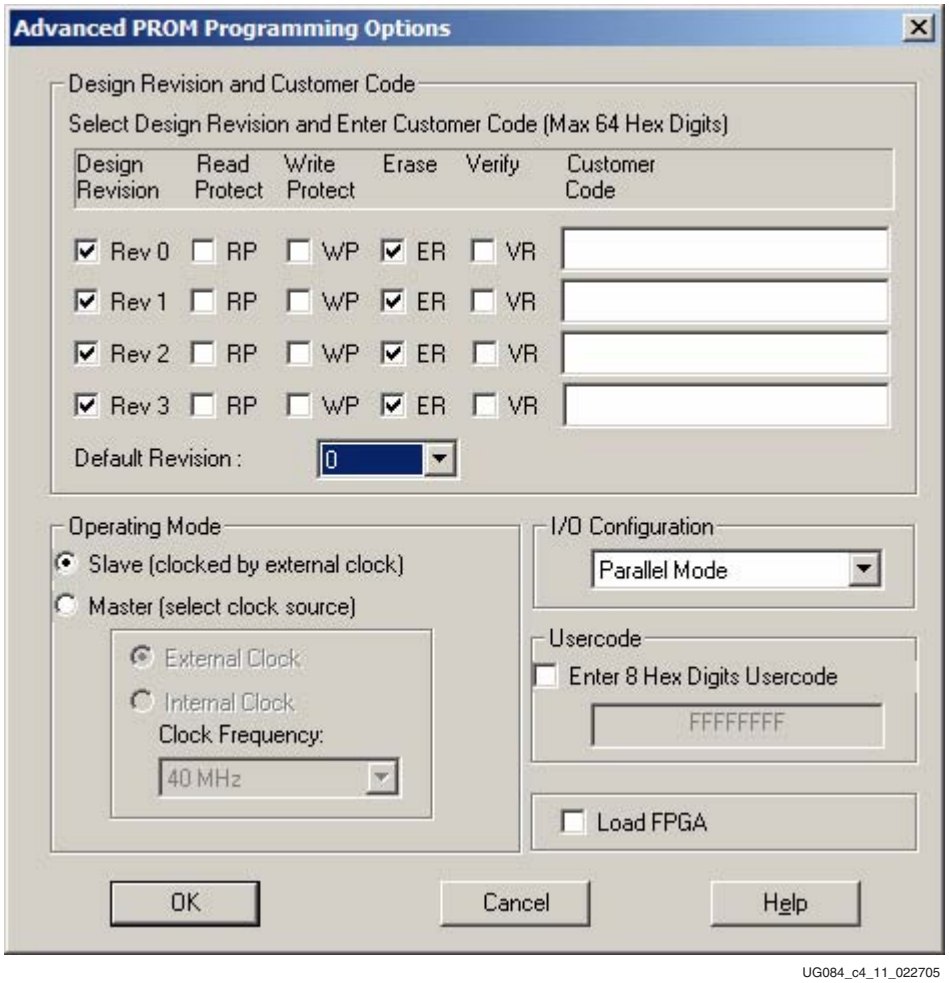

Figure 4-11: **Programming the PROM**
8. Under the Advanced PROM Programming Options menu, shown in Figure 4-11, select the following: